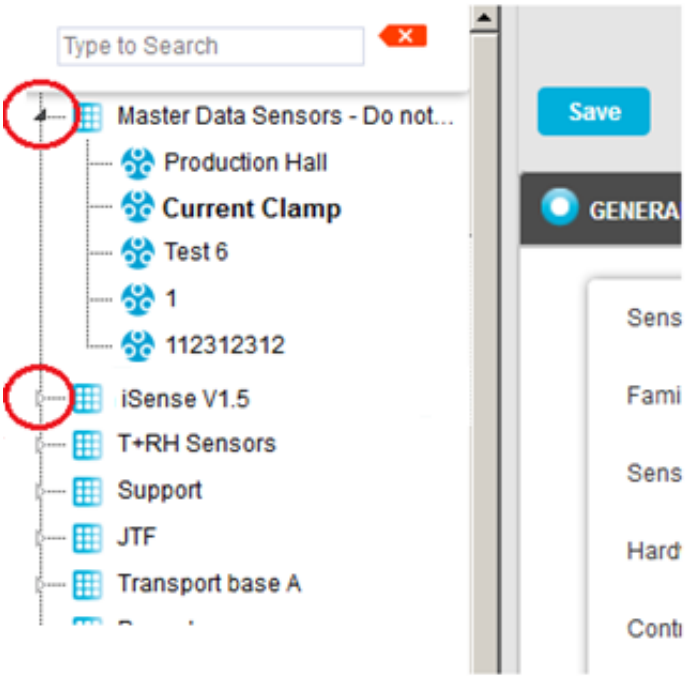

Figure 25
i. In the left-hand list of the Zone's **Edit Mode** window, click on the small 'arrow' symbol to display a list of the Sensors associated with the Zone. See Figure 25 below: